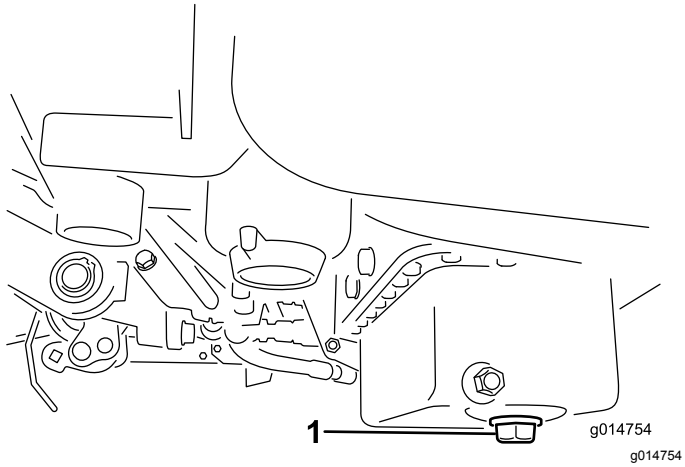

**Rysunek 29**
1. Odkręć korek spustowy i spuść olej do miski drenażowej. Zakręć korek, gdy olej przestanie wyciekać (Rysunek 29).